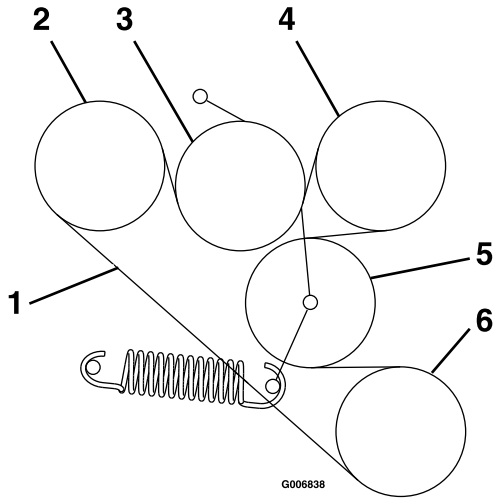

Bild 59
6. Verlegen Sie den neuen Riemen auf den Scheiben, wie auf dem Aufkleber abgebildet, der an der Rückseite des linken Antriebsschutzbleches angebracht ist (Bild 59).